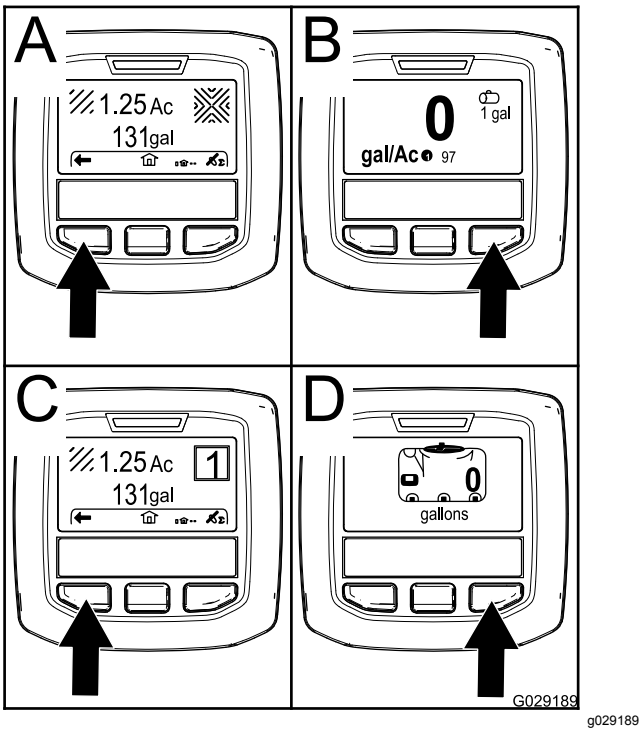

Figur 19
- Højre valgknap: **Dosering** (B i Figur 19)
- Venstre valgknap: **Sprøjtet underområde** (C i Figur 19)
- Venstre valgknap: **Tankvolumen** (D i Figur 19)